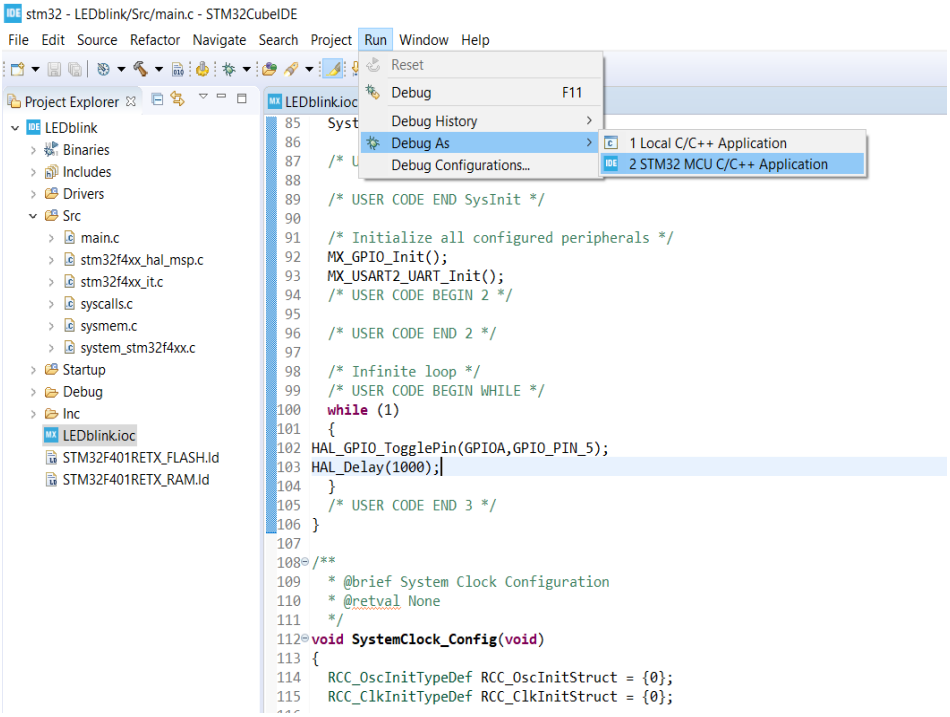

Fig. 8 Running the program written in the while(1){} loop.
3. Next, run the program to debug as STM32 MCU C/C++ Application as shown in Fig. 8.